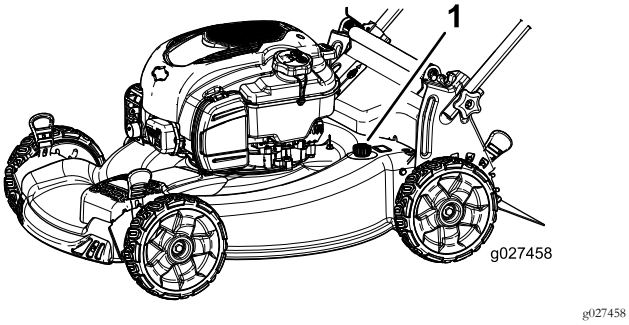

Figure 26
5. Branchez un tuyau d'arrosage, relié à une arrivée d'eau, au raccord de lavage (Figure 26).